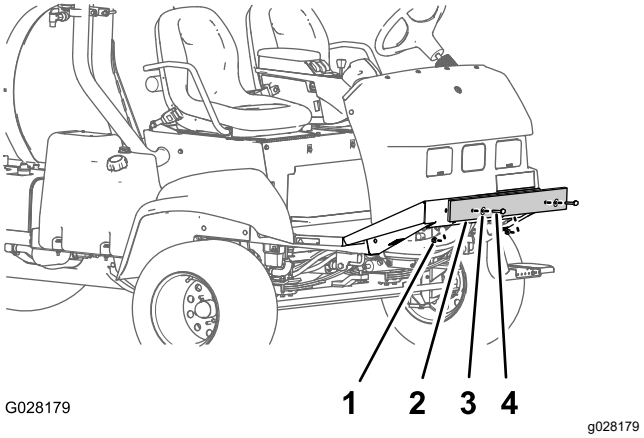

Figuur 6
1. Verwijder de bouten, ringen en moeren waarmee de verzendingsbumper aan de voorste chassisplaat is bevestigd (Figuur 6).
2. Verwijder de verzendingsbumper van de machine (Figuur 6).